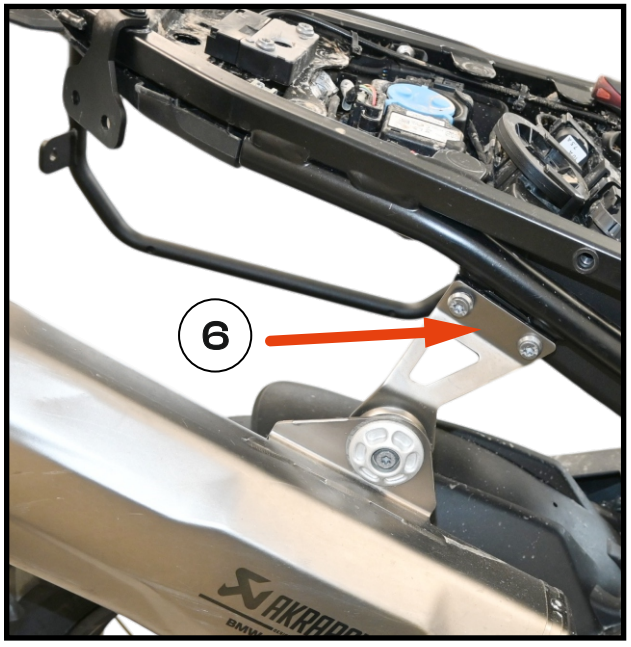

Fig. 9
6. Unscrew the exhaust muffler mount and remove the original bolts.**[Fig. 9].**